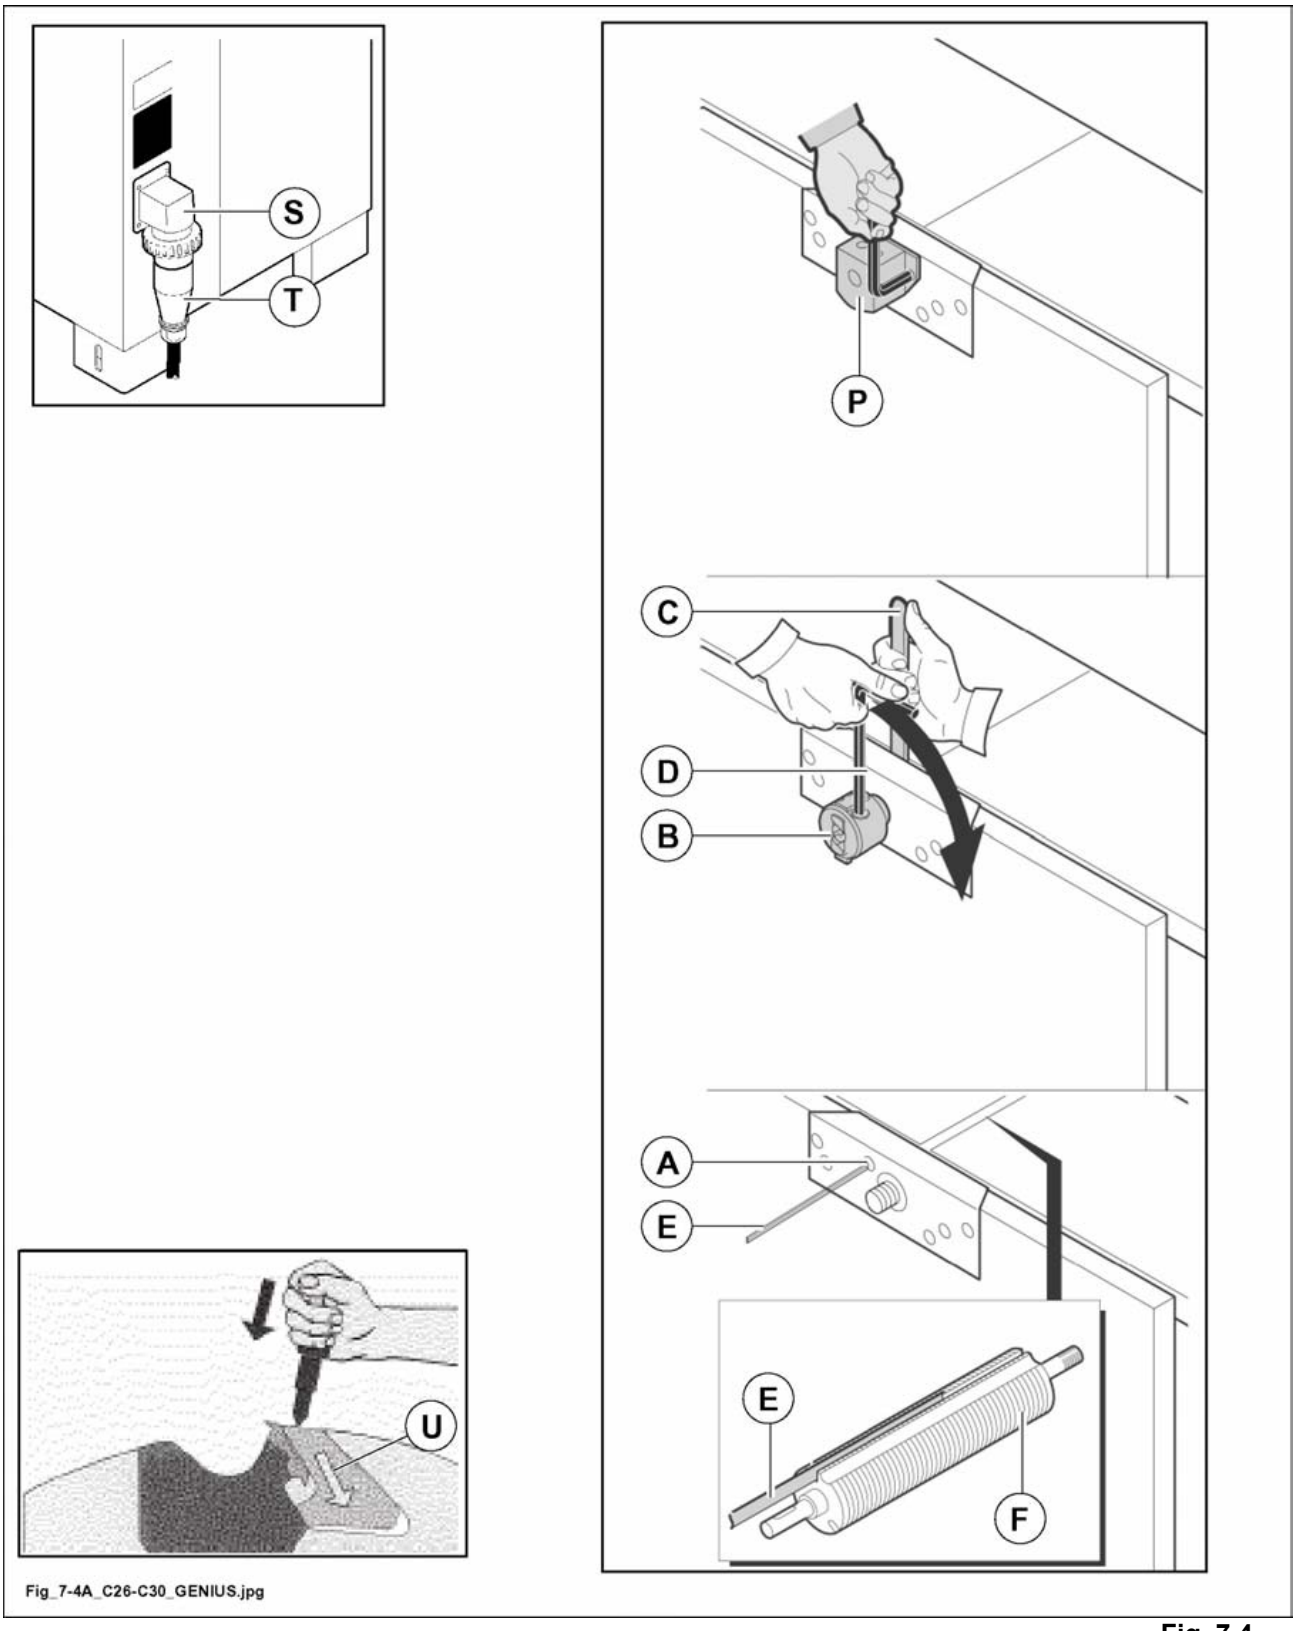

Fig. 7.4
- Remove the spindle guard (P fig. 7.4).
- Remove the spindle (B fig. 7.4) (if present).
- To perform this operation lock the rigid shaft by inserting a fork wrench (C fig. 7.4) in the slot on the shaft.
- Insert wrench (D fig. 7.4) in the spindle (B fig. 7.4) and unscrew it in a clockwise direction.
- Turn planer spindle (F fig. 7.4) until bring the knife to be changed next to the extraction hole (A fig. 7.4).
- Fit the new knife (E fig. 7.4) or the old one after turning it; center the knife in length direction.
- Starting machine, the gibs (U fig.7.4) position themselves automatically.